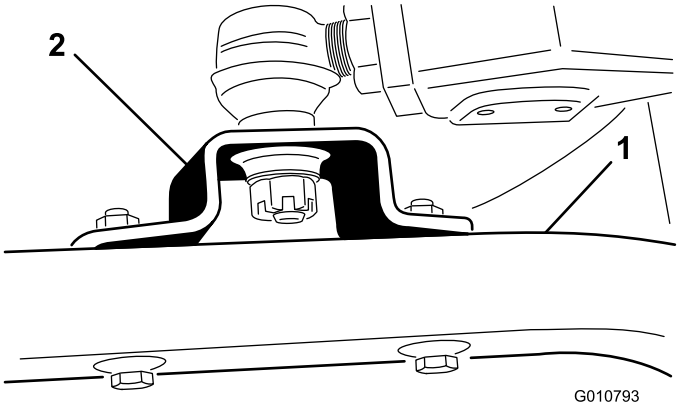

Figure 19
4. Enlevez les vis et contre-écrous qui fixent les supports de rotules aux bras pivotants du plateau de coupe (Figure 19).
4. Placez le levier de relevage en position de flottement. Appuyez sur les bras de relevage jusqu'à ce que les trous des supports de rotules soient en face des trous des bras pivotants (Figure 19).